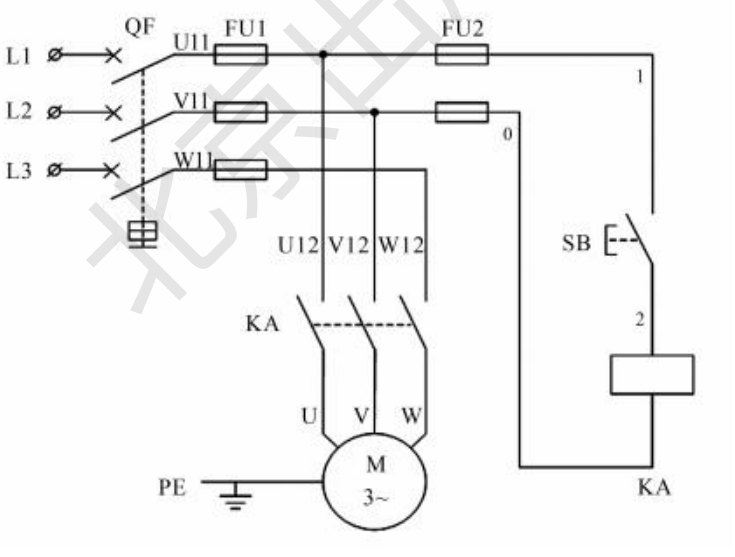

图 1－4　刀架快速移动电动机故障分析示例图
①控制电路故障分析与检修：对于控制电路的故障，要首先确定控制电路是否有电。方法是：在合上 QF 的情况下，将万用表打至“交流电压 500 V”挡，测量熔断器 FU2 下端，即图 1－4 中 0－1 两点间的电压。